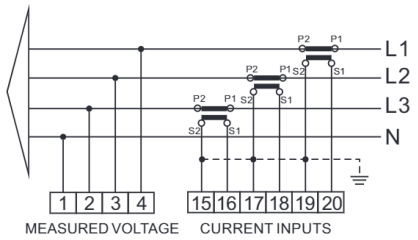

Figure 1. Three-phase four-wire (3p4w)
- Connect the voltage inputs to terminals 1-4 and the external CTs to the three current inputs (fig. 1 to 4). The terminals have 2.5 mm² connecting capacity.